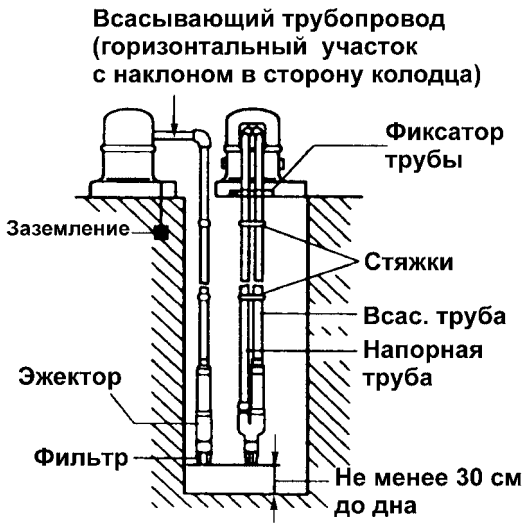

РИС. 1
4. Примерная схема размещения представлена на рис. 1. Неправильный монтаж приведет к нарушению работоспособности установки